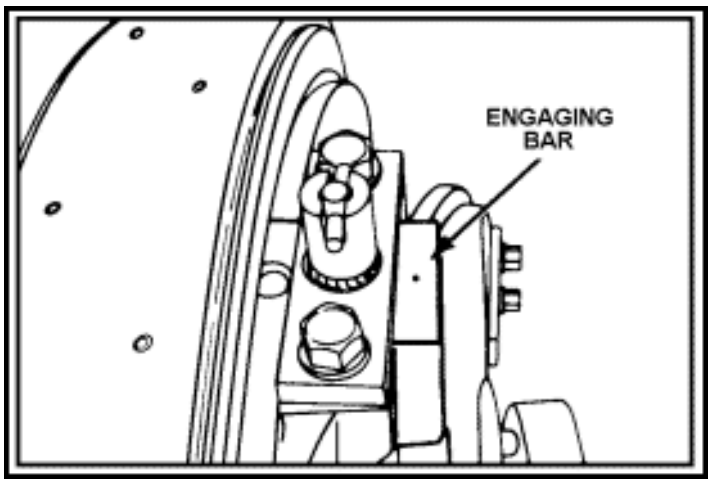

Figure 21-11. Setting Up Brake
- Make sure that the brake is set tight (Figure 21-11).